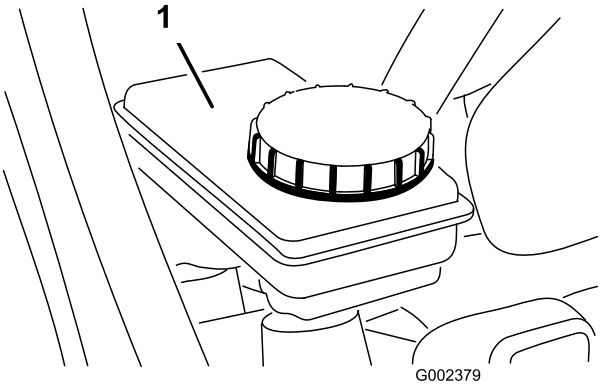

Rysunek 23
2. Poziom płynu powinien znajdować się na wysokości linii Full (pełny) na zbiorniku (Rysunek 23).